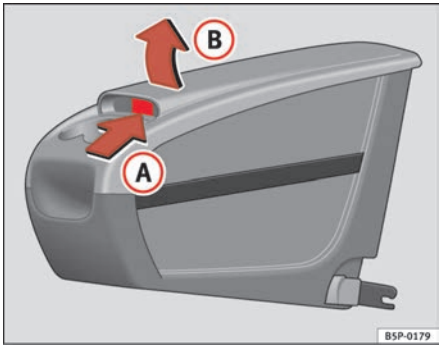

Fig. 113 Mobile stowage compartment Opening
– Lift the cover (B), in area (A) ⇒ page 141, fig. 113.